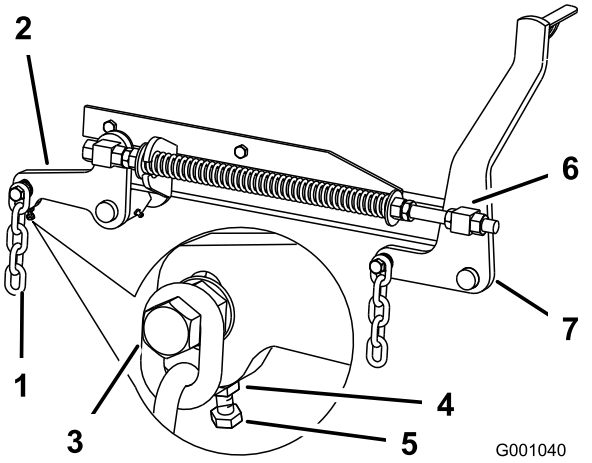

Figur 78
7. Hvis målingerne ved position **B** eller **C** ikke er korrekte, skal du løsne bolten, som fastholder bagkæden til den bageste støttearm (Figur 78).
8. Løsn kontramøtrikken under den bageste støttearm, og juster justeringsbolten for at opnå et mål på 79 til 83 mm (Figur 78).
7. Løsn de forreste drejeleds kontramøtrikker ved forenden af højre og venstre drejeled, ca. 13 mm (Figur 78).
8. Juster løftemøtrikkerne på maskinens venstre og højre side for at få en måling, der er 6 til 10 mm lavere foran ved **A** end bagest ved **B** (Figur 78).